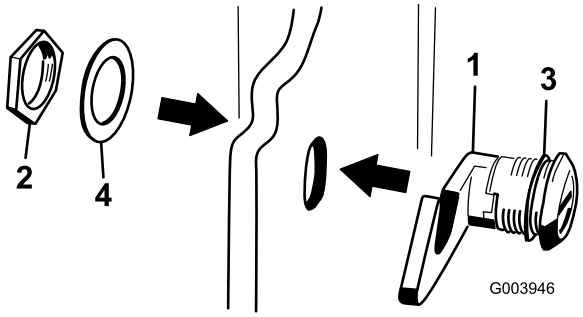

**Figura 16**
3. Retire la tuerca del conjunto de cierre del capó (Figura 16).
4. Desde fuera del capó introduzca el enganche del cierre a través del taladro del capó. Asegúrese de que la junta de goma quede en el exterior del capó (Figura 16).